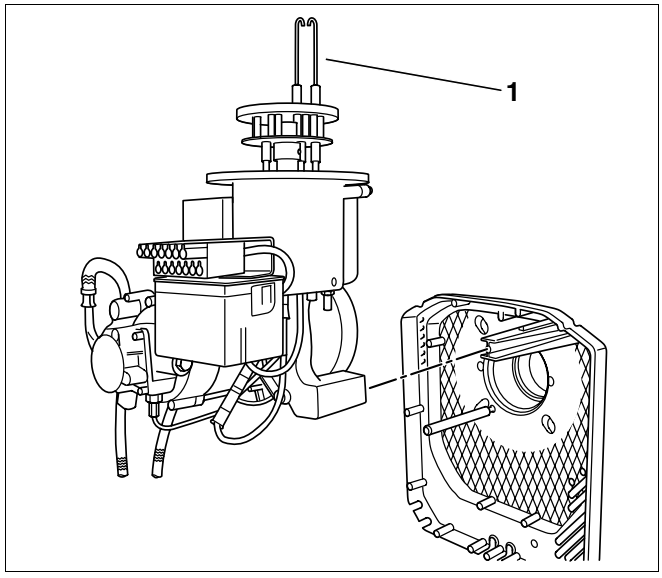

Fig. 46 Mettere il bruciatore in posizione di manutenzione
- Mettere il bruciatore in posizione di manutenzione (fig. 46).
Gli elettrodi di accensione (fig. 46, **pos. 1**) non devono presentare depositi.
- Potenziare gli elettrodi di accensione (fig. 46, **pos. 1**).